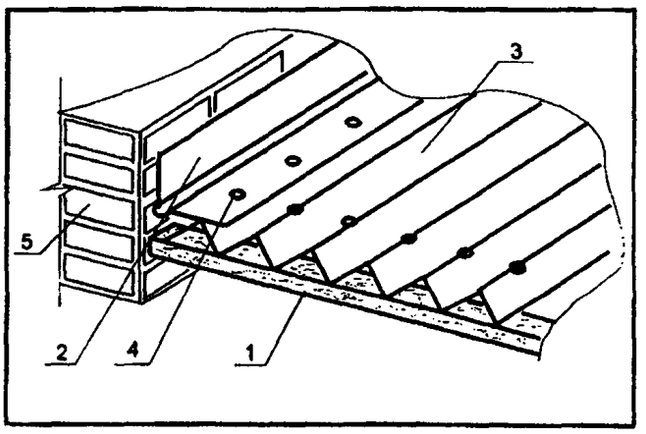

Рисунок 9.
2.16. Устройство бокового стыка кровли с вертикальной стеной выполняют при помощи ендовы Ондулин. Стык ендовы со стеной необходимо надежно гидроизолировать (рис. 9).